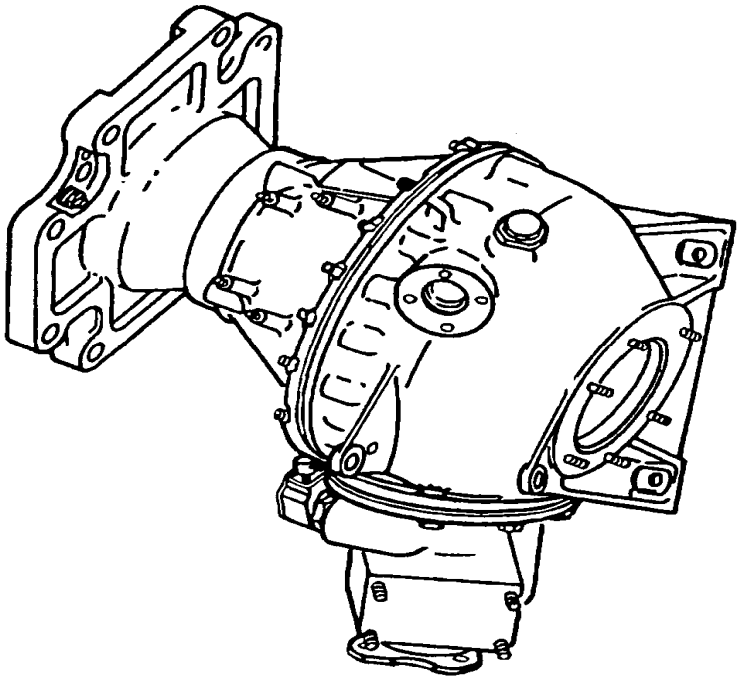
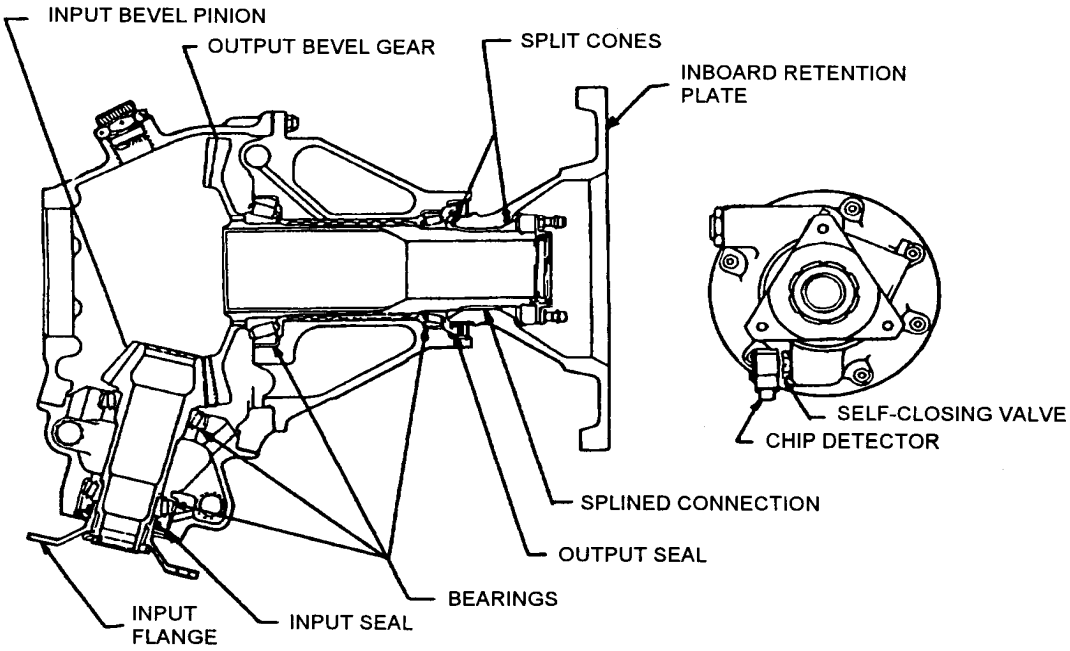

Figure A-2. Tail Rotor Gearbox
Figure A-3. Tail Rotor Gearbox Nomenclature
1. The BLACK HAWK tail rotor gearbox changes the speed and angle of drive from the tail drive shaft to the tail rotor blades and pitch control mechanism. See Figure A-1. The major components of the tail rotor gearbox include the housings (input, center, and output), the input bevel pinion and the output bevel gear, four (4) tapered roller bearings, an input flange, an inboard retention plate, and input and output seals. See Figure A-2 for the location of the major components. The tail rotor gearbox is operated with the tail rotor servo and pitch control shaft installed into the gearbox. See Figure A-3.